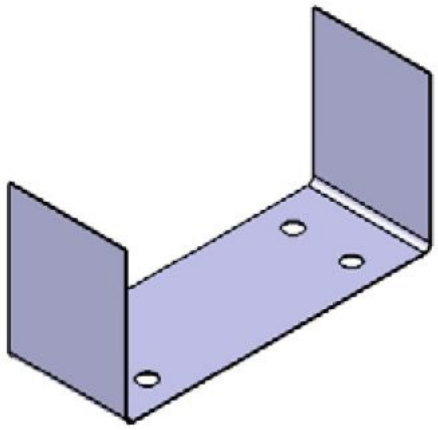

Figure 15-141 *Model after creating two flanges*
6. Similarly, create a flange on the other side of the base feature, as shown in Figure 15-141.